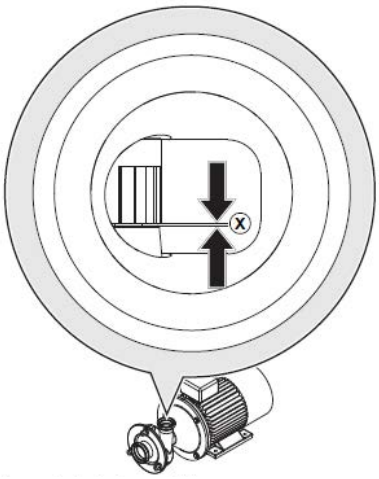

Fig. 24 Misurazione del traferro girante-coperchio pompa
2. Misurare la tolleranza all'interno del raccordo dei tubi (pressione di linea). Vedi anche *Fig. 24 "Misurazione del traferro girante-coperchio pompa"*.